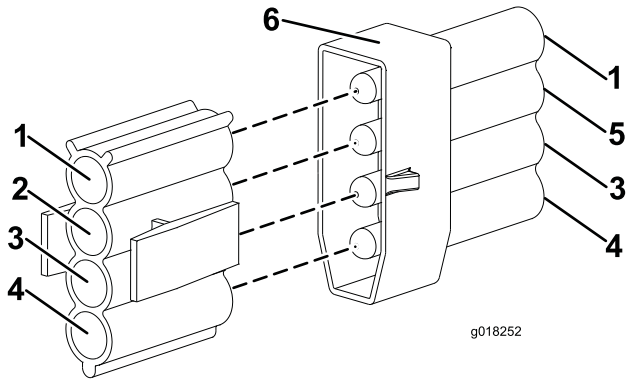

Figur 14
13. Fastgør konnektoreren på maskinens ledningsnet med den GRØNNE/RØDE ledning til den afmærkede højre lygtekonnektor (Figur 14).